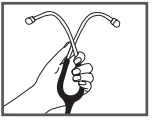

Afb. 2
3. Voor een grotere veerspanning, moeten de oorbuizen samen worden gedrukt zoals te zien is in Afb. 2.